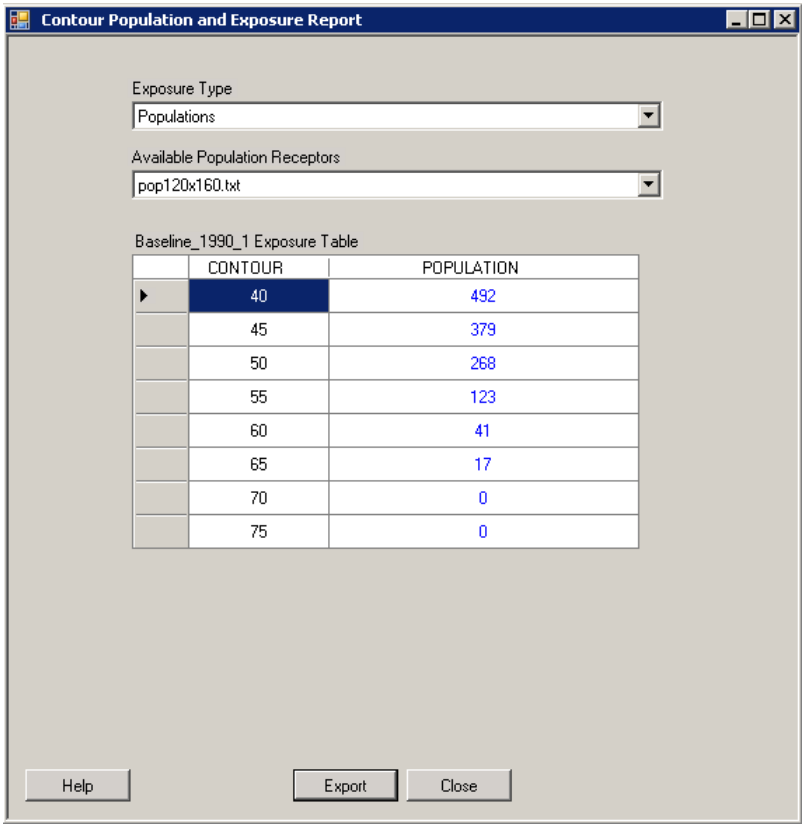

Figure 8-17 Contour Population and Exposure Report Dialog Box
1. In the *Tree Browser* right-click on the desired noise contour layer under the *Noise Contour* category, and select *Contour Report*. The *Contour Population and Exposure Report* dialog box will open (Figure 8-17).